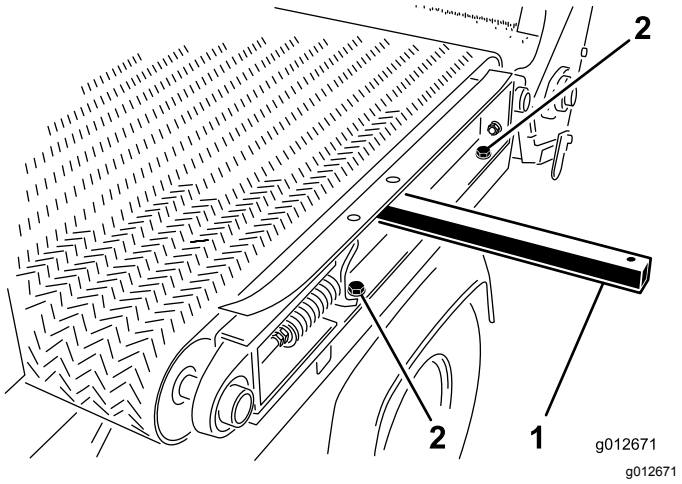

Figur 30
1. På venstre side av maskinen monterer du gliderammeskinnen på venstre skjerm (Figur 30) med de to hodeskruene og de to skivene som du fjernet i Demontere skyveplanet (side 24), og strammer hodeskruene.